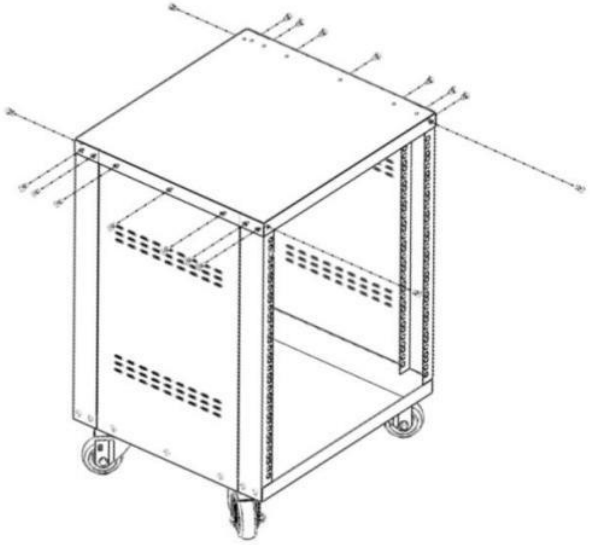

Abbildung 4
4. Deckel aufsetzen Tafel (①) Oben auf dem Gestell die Oberseite ausrichten Platte mit
Eckstütze (③) und Seite Panel (④) , sichern mit 18-teilige M 5-Baugruppe Befestigungsschrauben (⑦) mit einem elektrischen Schraubendreher . Siehe Abbildung 4 .